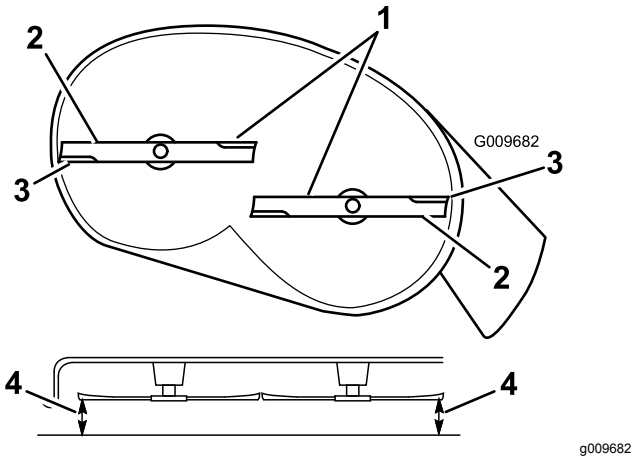
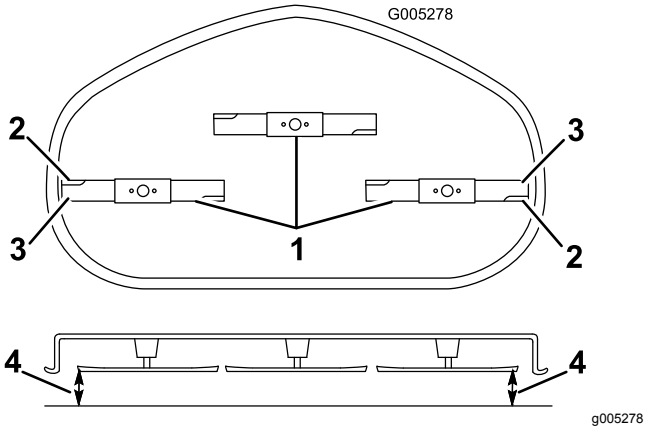

Figuur 59
Figuur 60
4. Draai het mes/de messen voorzichtig zodat ze zij aan zij staan (Figuur 59 en Figuur 60).
5. Meet de afstand tussen de buitenste snijranden en de vlakke ondergrond (Figuur 59).